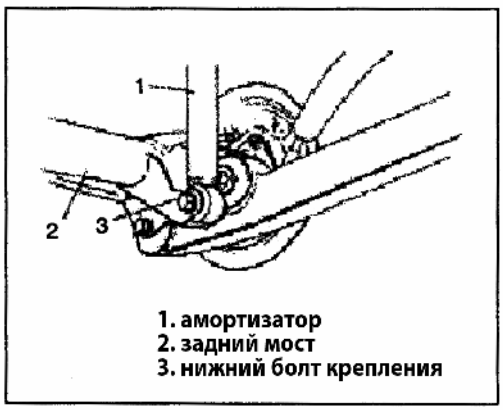

Рис. 568
2) Установите задний амортизатор на задний мост (Рис. 568).